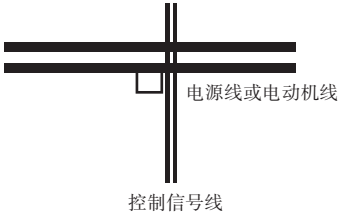

图3-14 系统配线要求
① 变频器到电动机的线缆(U、V、W端子引出线)应尽量避免与电源线(R、S、T或R、T端子输入线)平行走线。应保持30厘米以上的距离;
② 变频器输出U、V、W端子三根电机线尽量置于金属管或金属布线槽内;
③ 控制信号线应采用屏蔽电缆，屏蔽层与变频器PE端相连，靠近变频器侧单端接地;
④ 变频器PE端接地电缆不得借用其它设备接地线，必须直接与接地板相连;
⑤ 控制信号线不能与强电电缆(R、S、T或R、T与U、V、W)平行近距离布线，不能捆扎在一起，保持20~60厘米（与强电电流大小有关）以上的距离。如果要相交，则应相互垂直穿越，如图3-14所示;
⑥ 控制信号和传感器等弱电接地线必须与强电接地线分别独立接地;
⑦ 禁止在变频器电源输入端(R、S、T或R、T)上连接其它设备。